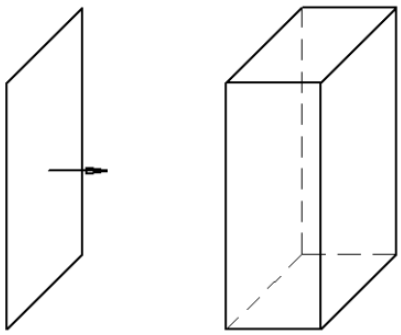

Рисунок 2 – Операция выдавливания
- операция выдавливания (выдавливание плоского контура эскиза в направлении нормали к этому контуру), рисунок 2;